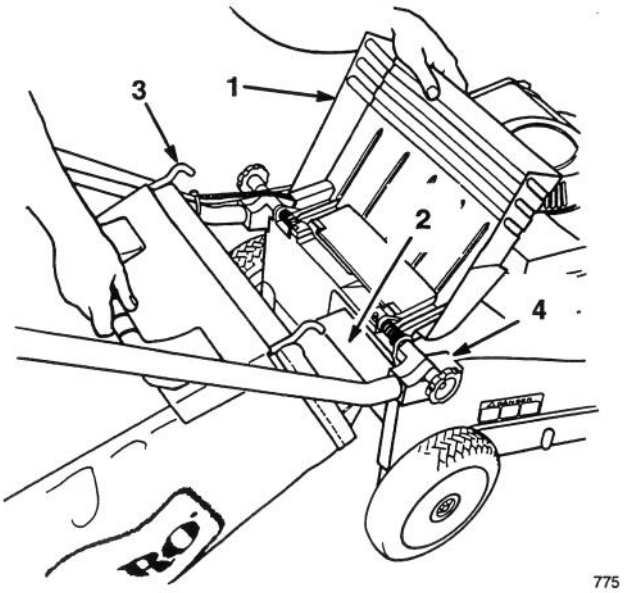
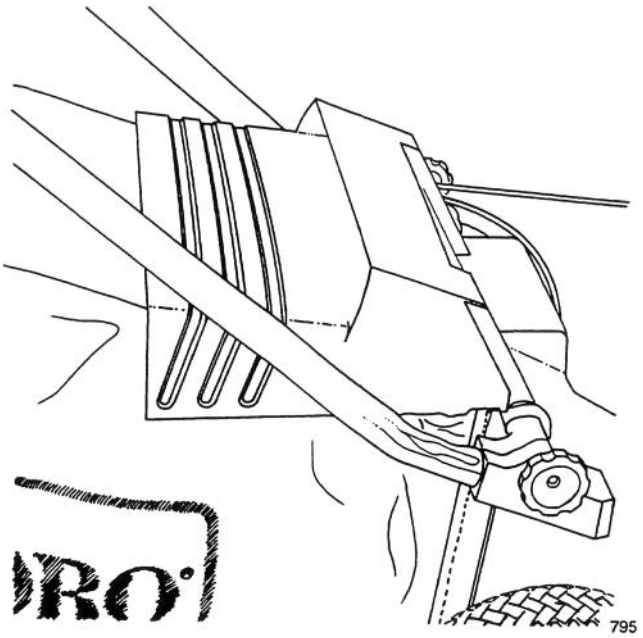

Abbildung 9
Abbildung 10
2. Die Auswurfklappe anheben, den Ansatz des Korbs in die Auswurföffnung schieben und den Korbrahmen auf den Haltebolzen am Gehäuse schieben (Abb. 9). Die Auswurfklappe soll auf der Oberseite des Korbs aufliegen (Abb. 10).